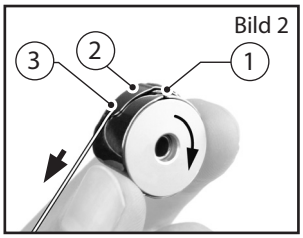

Bild 2
2. Setzen Sie die Spule so in die Spulenkapsel ein, dass sich die Spule beim Anziehen des Fadens im Uhrzeigersinn dreht (Bild 2).
3. Führen Sie den Faden jetzt durch den Schlitz (1) unter der Spannungsfeder (2) hindurch und ziehen Sie den Faden dann aus der Fadenführung (3) (Bild 2).
4. Prüfen Sie, ob sich die Spule im Uhrzeigersinn dreht, wenn Sie am Faden ziehen (Bild 2).